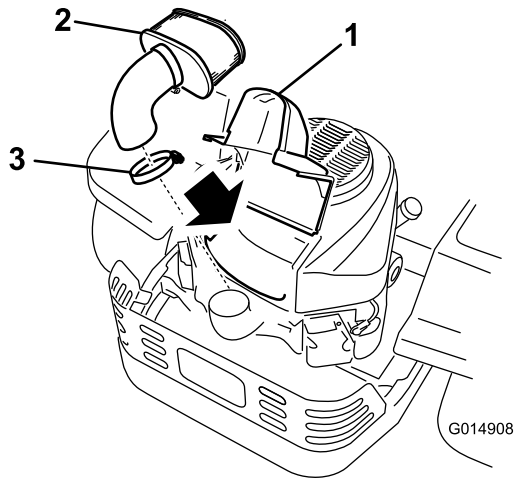

Figur 37
4. Lyft bort kåpan och ta bort slangklämmorna som fäster luftrenaren på motorn (Figur 37).
5. Lossa slangklämman och ta bort pappersinsatsen (Figur 37).